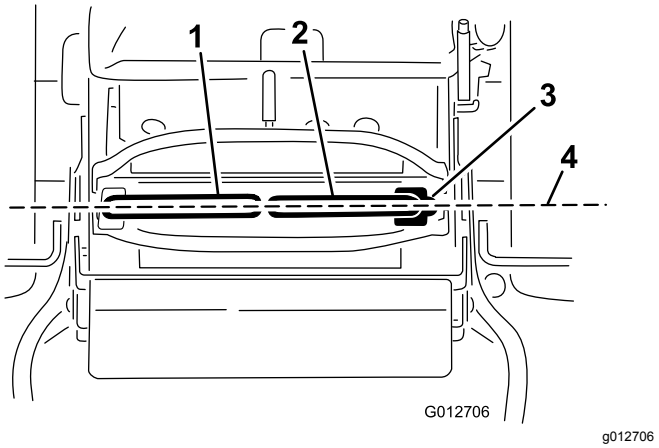

Figur 69
Viktigt: **Kontrollera att spårningen är korrekt när rörelsereglagespakarna har justerats (Figur 69).**
1. När den horisontella inriktningen är färdig kontrollerar du inriktningen framifrån–bakåt genom att trycka rörelsereglagespakarna lite framåt så att rörelsereglagespakarnas länkage sträcks (Figur 69).